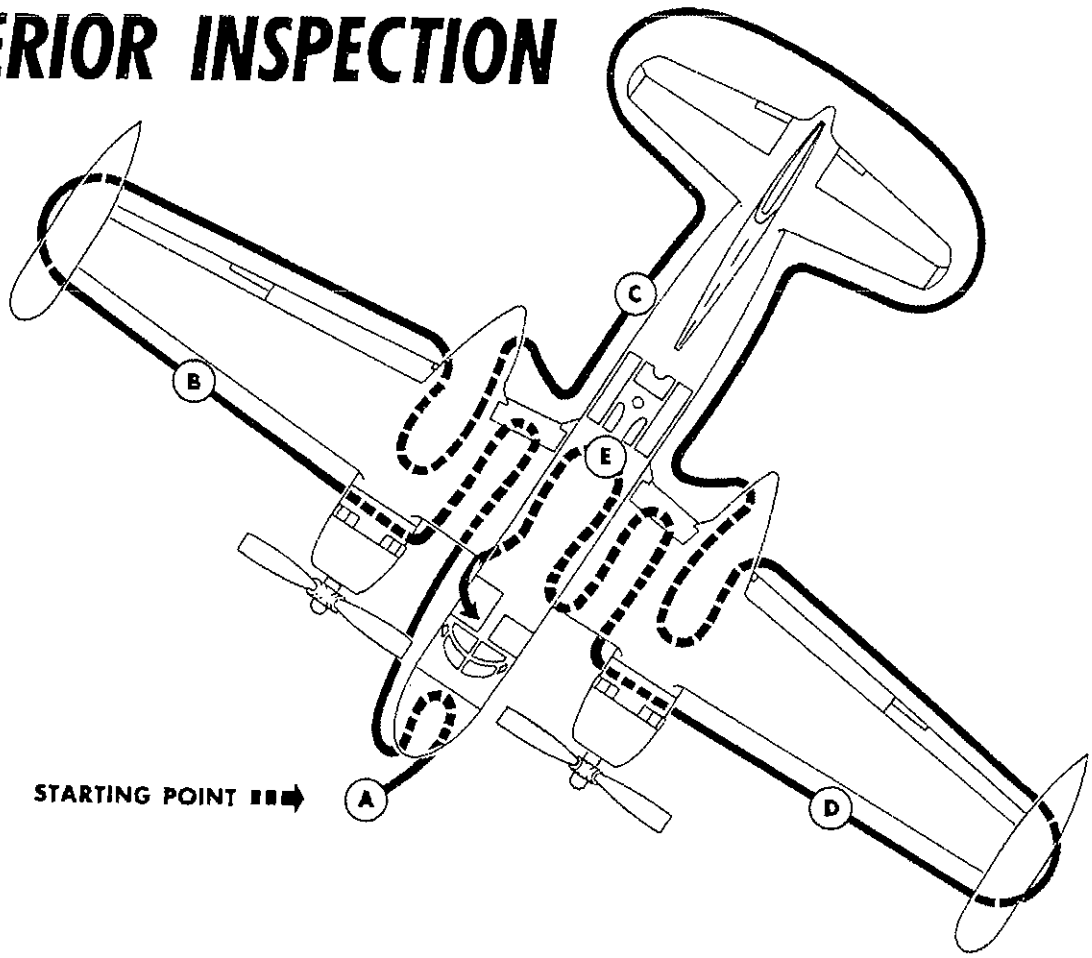

Figure 2-2
The exterior inspection should be accomplished as shown in figure 2-2. In addition, the following should be accomplished: Check for cuts, scratches, loose rivets, and fluid leaks; check all drain plugs for leakage; check all vents and ports clear; check that all access doors, fuel caps, and panels are secure; check ground areas around aircraft for clearances.
Nose Section (A) (figure 2-2)